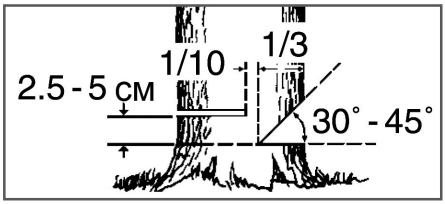

Рис. 15 Расположение запила и пропила
4. Выберите направления падения дерева. Для этого следует учесть силу и направление ветра, естественный наклон дерева, равномерность распределения веток в кроне дерева. Начните пилить с той стороны дерева, куда оно должно упасть (Рис. 15).